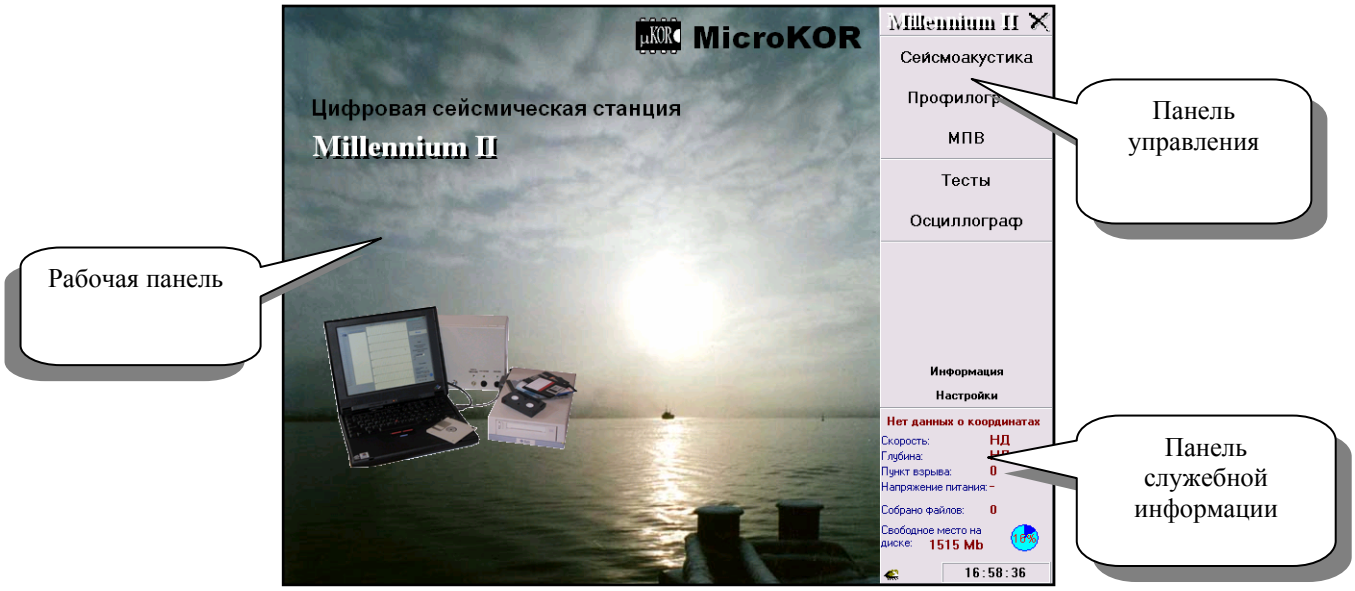

Рис. 4.1
4.2.1 Главное окно программы (рис.4.1) состоит из панели управления, рабочей панели и панели служебной информации. Главное окно появляется сразу после запуска программы, либо после выхода из окон программных модулей рабочих режимов станции.